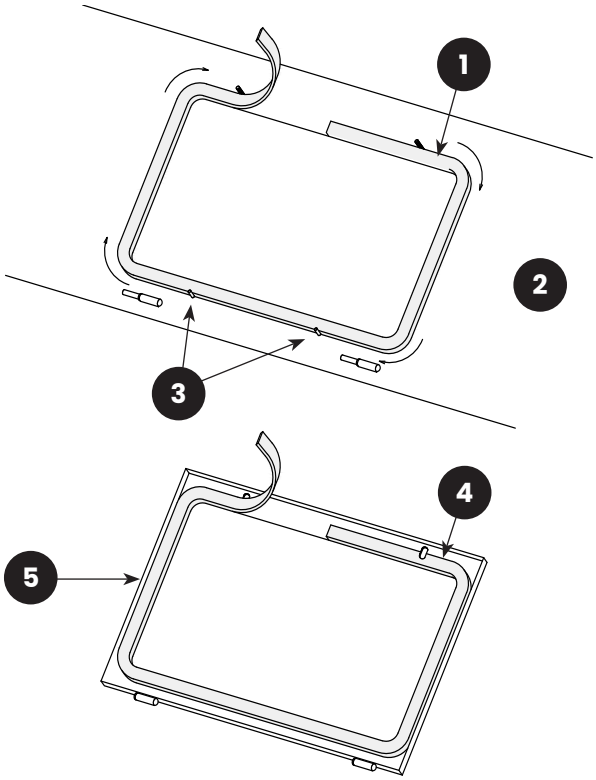

FIGURE 9: (1) 5/16” X 3/4” Gasket; (2) Cabinet Frame; (3) Support Tabs; (4) 5/32” x 3/4” Gasket; (5) Window Frame
6.5 | Window-Gasket Replacement – Figure 9